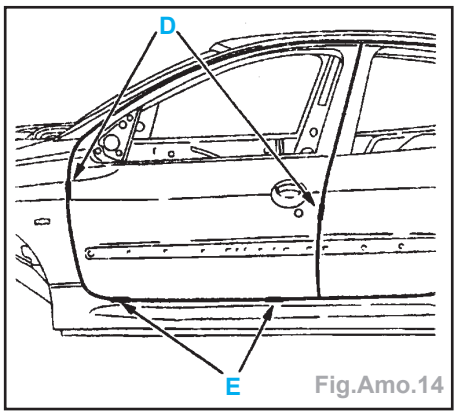

Fig.Amo.14
- Fermer la porte et contrôler les jeux (Fig.Amo.14) :